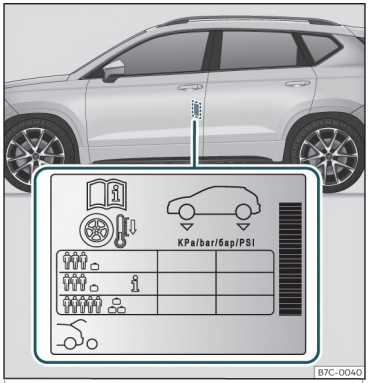

Fig. 209 Amplasarea etichetei cu presiunea din pneuri.
• Reglați presiunea în pneuri conform sarcinii transportate de automobil››› **fig. 209** .
Presiunea de umflare a pneurilor se regăsește pe autocolantul de pe partea din spate a cadrului ușii stângа față››› **fig. 209** .
În funcție de automobil, presiunea din pneuri poate fi reglată la sarcină medie, pentru îmbunătățirea confortului la rulare (presiunea în pneuri **i**››› **fig. 209**). La conducerea cu presiune confort în pneuri, consumul de carburant poate fi ușor mai crescut.
Presiunea din pneuri trebuie reglată în funcție de încărcătura transportată de automobil. Dacă automobilul va transporta sarcina maximă, presiunea din pneuri trebuie crescută la valoarea maximă indicată pe autocolant ››› **fig. 209**.
În cazul unei roți de rezervă de uz temporar de dimensiuni reduse (125/70 R16), umflați-o la o presiune de 4,2 bari, conform indicației de pe eticheta cu presiunea în pneuri»» **fig. 209**.
- **Șoferul este răspunzător pentru presiunea corectă a tuturor pneurilor. Presiunea recomandată în pneuri este indicată pe etichetă»» fig. 209 .**
- **Presiunea în pneurile reci trebuie să fie la valoarea indicată pe eticheta»» fig. 209 .**